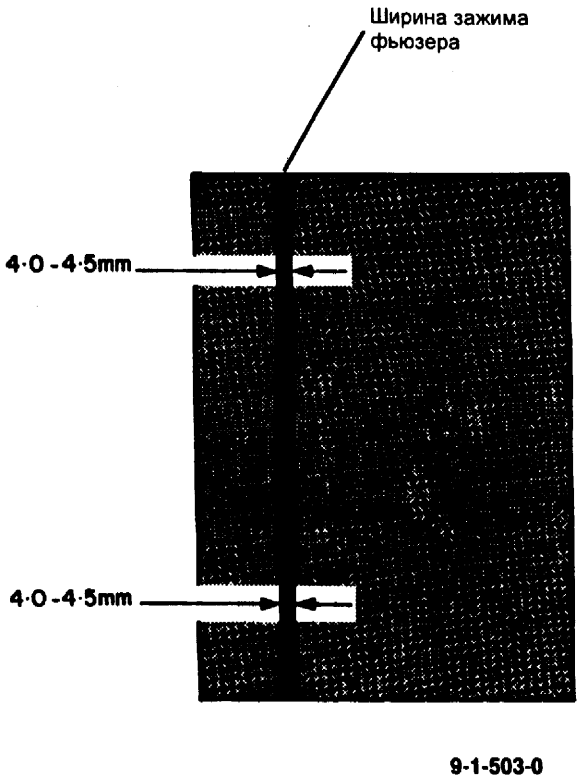

Рис. 2 Проверка зажима фьюзера.
6. (Рис. 2) Проверьте ширину зажима фьюзера в двух местах, внутри и снаружи. Проверьте, попадает ли ширина зажима фьюзера в диапазон от 4,0 до 4,5 мм.